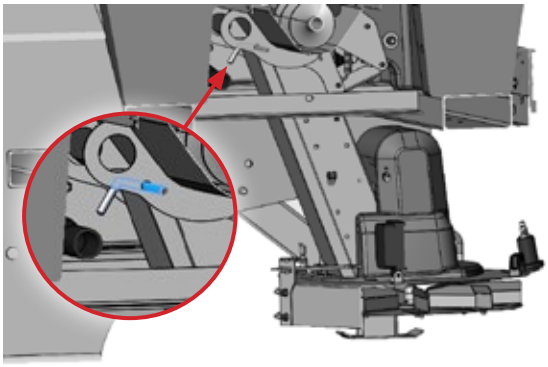

Bild 1. Stift herausziehen
- Ziehen Sie den Stift heraus (Bild 1).